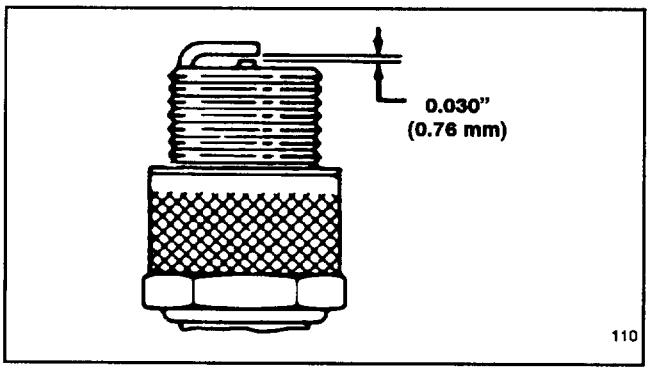

Figure 13
3. Set air gap at 0.030" (0.76 mm) (Fig. 13). Install correctly gapped spark plug and gasket seal. Tighten plug firmly to 14 ft–lb (19 N·m).